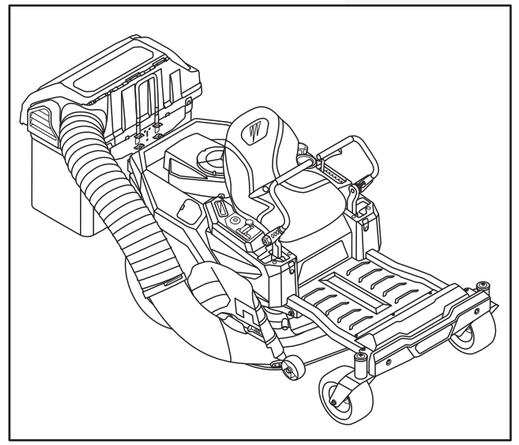

Fig. 17
3.Mower with grass catcher and counter weight attached shown in Fig.17.